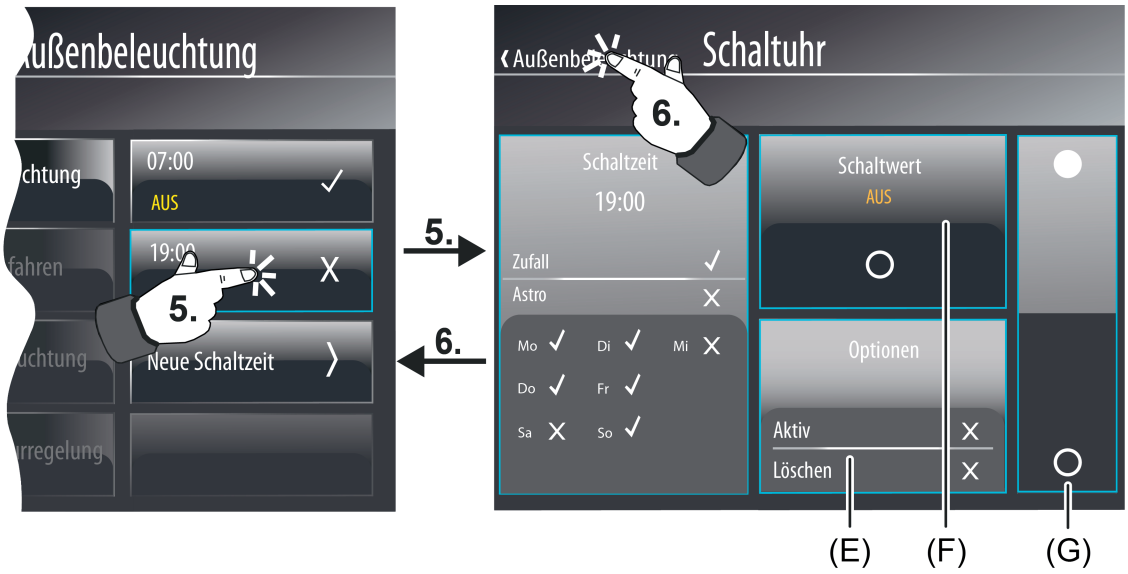

Bild 87: Beispiel einer Konfigurationsseite für Schaltzeiten (rechts) - Datentyp Schaltuhrkanal "Schalten"
Beim Datentyp "Schalten" (Bild 87) ist beispielsweise ein Anzeigebereich mit Statustext und -symbol (F) sichtbar und ein Bedienbereich (G) zur Vorgabe des Schaltbefehls durch eine Wippe. Bei den Datentypen "Szene" oder "Betriebsmodusumschaltung" werden Status- und Bedienelemente sinngemäß gleich zur Anzeige gebracht.